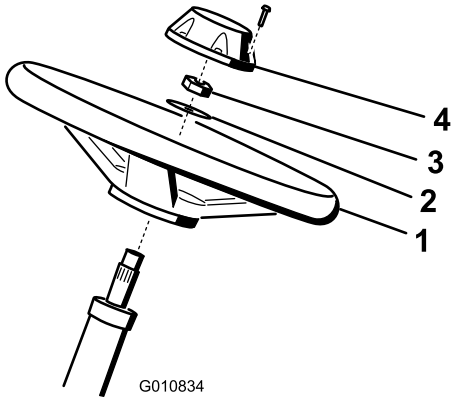

Figur 5
1. Sæt rattet på ratstammen (Figur 5).
2. Sæt spændeskiven på ratstammen (Figur 5).
3. Fastgør rattet til akslen med en kontramøtrik og spænd den til 27-35 Nm (Figur 5).
4. Sæt hætten på rattet og fastgør den med en skrue (Figur 5).